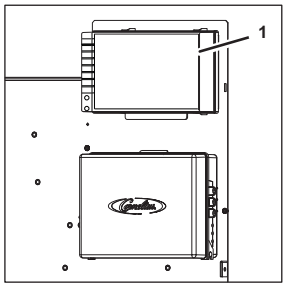
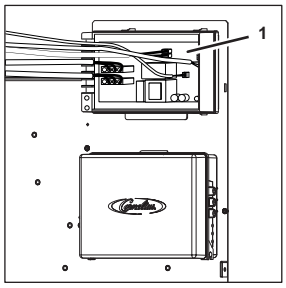

Fig. 87
Fig. 88
1. Open the cover (Fig. 87/1) of control system 2 (Fig. 88/1).
2. Disconnect all necessary electrical cables and plugs from control system 2(Fig. 88/1).
6. Connect all electrical cables and plugs to control system 2 (Fig. 88/1).
7. Close the cover (Fig. 87/1) of control system 2 (Fig. 88/1).